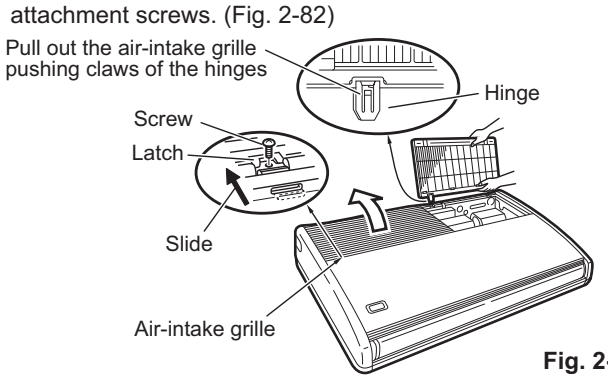
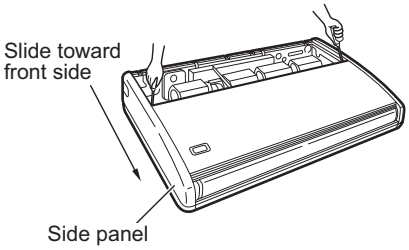

Fig. 2-81
Fig. 2-82
(5) Before suspending the indoor unit, remove the 2 or 3 screws on the latch of the air-intake grilles, open the grilles, and remove them by pushing the claws of the hinges (Fig. 2-81). Then remove both side panels sliding them along the unit toward the front after removing the 2 attachment screws. (Fig. 2-82)